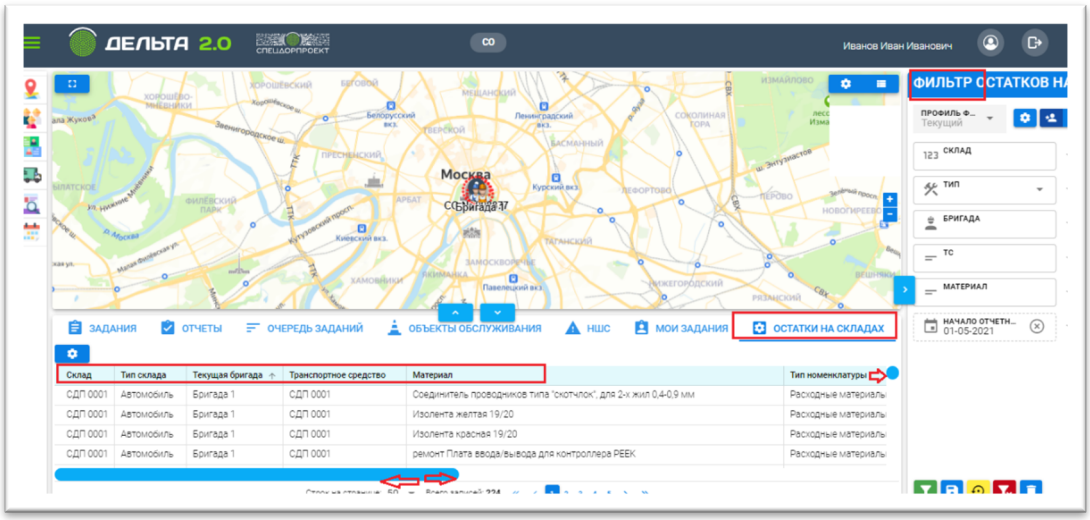

Рисунок 72 - Вкладка «Диспетчерская», вкладка «Остатки на складах», доступные опции
- Вкладка «Остатки на складах». В данной форме доступны следующие опции: информация в табличной форме о номере складе, типе склада, бригаде и транспортном средстве за которыми закреплен склад, материалах и другой подобно информации. Фильтр остатков на складах используется для оптимизации поиска и фильтрации остатков на складах в системе по заданным параметрам (Рис. 72).